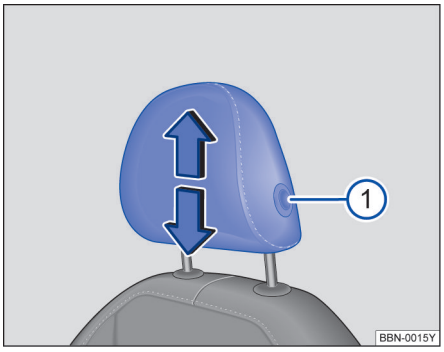

图 39 调整前排头枕
- 按住按钮⇒图 39①，同时沿箭头方向上推或下压头枕即可将头枕调整至合适高度⇒⚠。